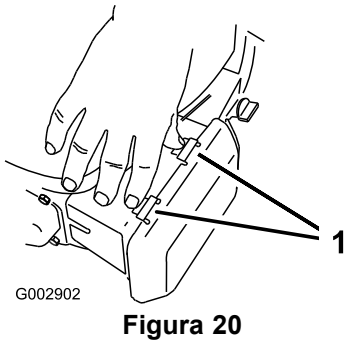

Figura 20
1. Premete verso il basso le linguette di chiusura del coperchio del filtro dell'aria (Figura 20).